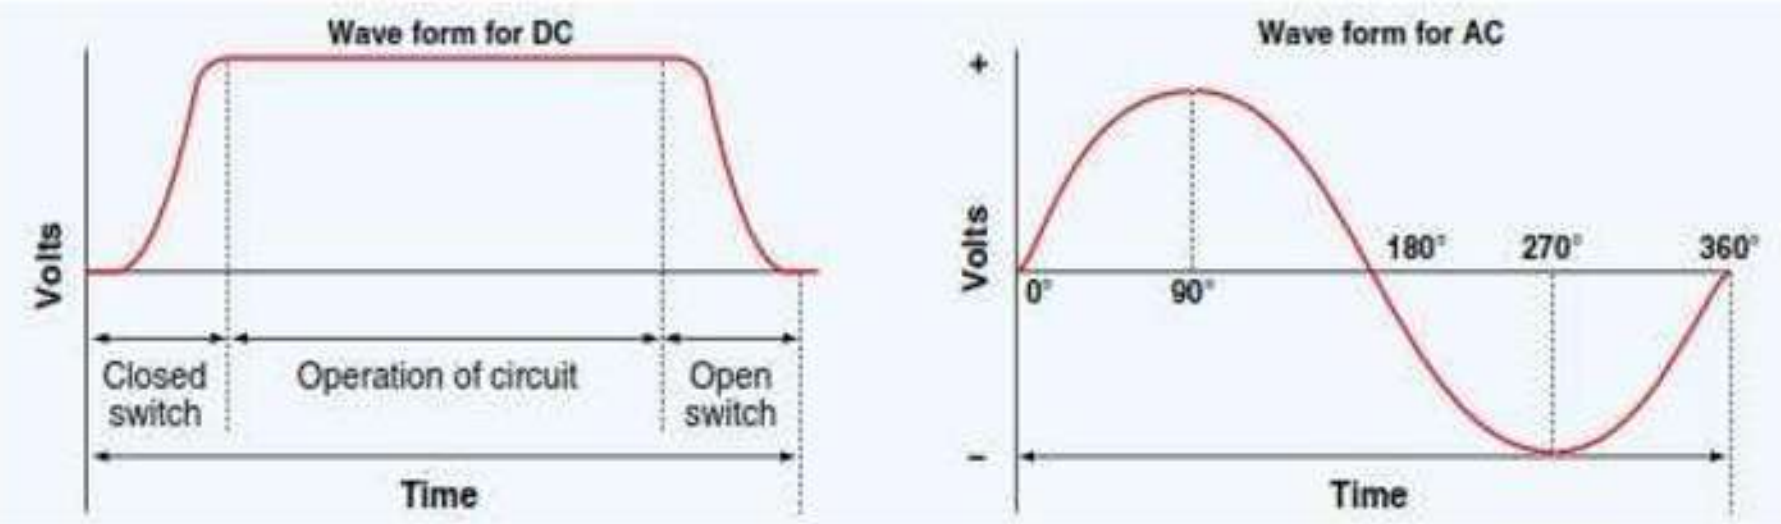

Figure-1. DC and AC voltage curves.
There are two types of electrical system used in aircraft; one is alternating current (AC) system or DC system. AC is constantly changing in value and polarity, or as the name implies, alternating. Figure -1 shows a graphic comparison of DC and AC. The polarity of DC never changes, and the polarity and voltage constantly change in AC. It should also be noted that the AC cycle repeats at given intervals. With AC, both voltage and current start at zero, increase, reach a peak, then decrease and reverse polarity. If one is to graph this concept, it becomes easy to see the alternating wave form. This wave form is typically referred to as a sinewave.